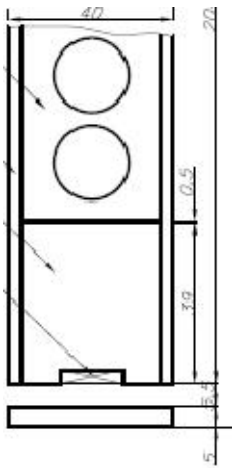

Fig 2.
- o At der monteres en mindst 5 mm tyk stål skinne under dørblad, og afstand mellem overside gulvskinne til underkant dør ikke overstiger 6 mm (Fig. 2). Brandbare tæpper og gulvbelægninger må ikke føres under gulvskinnen.